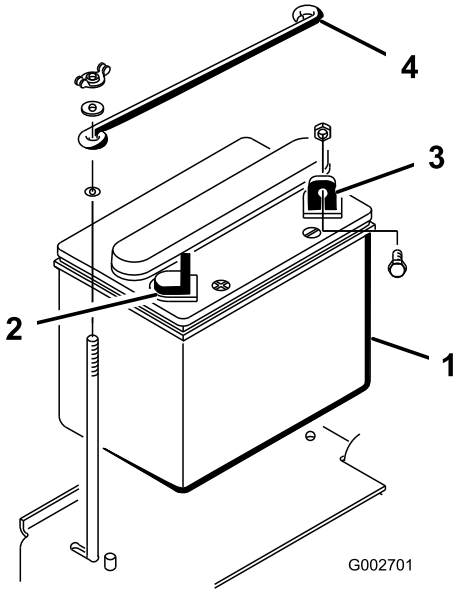

Figur 3
Fjern de (2) vingemutterene og skivene som fester den øvre batteritilholderen til batteritilholderne på sidene (Figur 3). Fjern batteritilholderen og fjern batteriet.